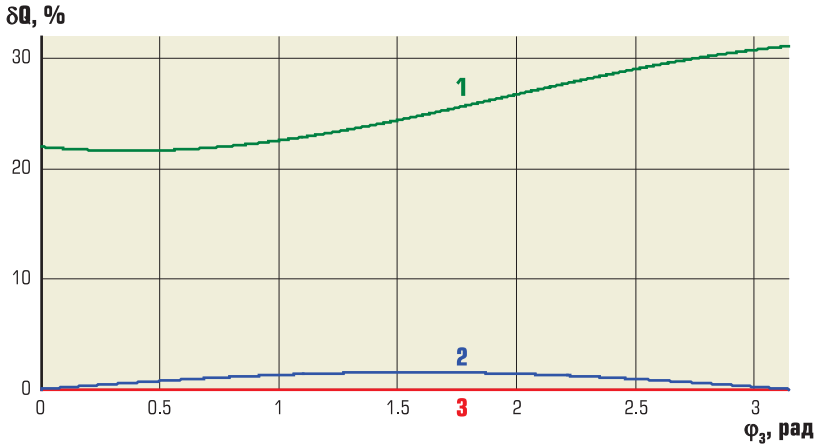
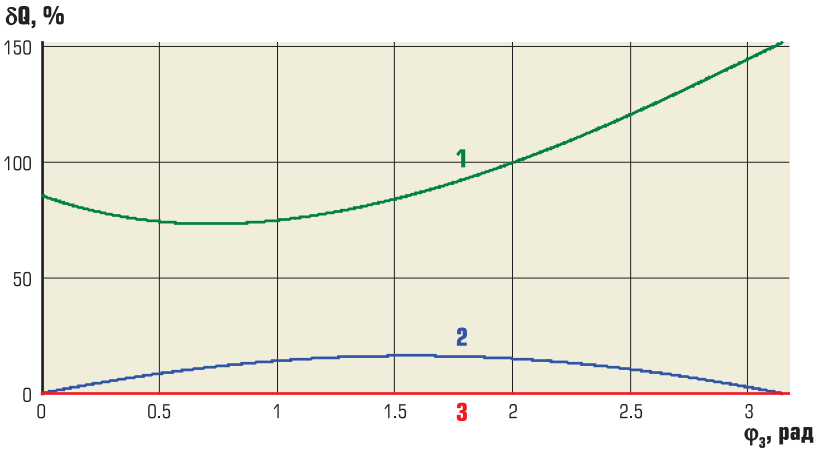

Рис. 2.
Рис. 3.
На рис. 2 приведены графики относительных погрешностей измерений реактивной мощности при использовании алгоритма (3, кривая 1), при измерении реактивной мощности по реактивной мощности первой гармоники (кривая 2), в ЭНИП-2 (кривая 3) при следующих условиях: $U_3 = 0{,}02U_1$, $I_3 = 0{,}2I_1$, $\varphi_1 = 15^0$, $\varphi_3 = 0^0 \ldots 180^0$ $(0 \ldots \pi)$.
На рис. 3 приведены аналогичные кривые при следующих условиях: $U_3 = 0{,}1U_1$, $I_3 = 0{,}5I_1$, $\varphi_1 = 15^0$, $\varphi_3 = 0^0 \ldots 180^0$ $(0 \ldots \pi)$.
Согласно стандарту IEEE 1459-2010 мощность несинусоидальной сети, рассчитываемая по выражению (2), называется неактивной [7]. Такое дистанцирование от привычного термина *реактивная мощность* связано, как следует из рис. 2 и рис. 3, с очень большими погрешностями измерений.
По первому методу рассчитывается реактивная мощность в большинстве измерительных преобразователей телемеханики и в большинстве многофункциональных щитовых приборов. В одном из популярных в Российской Федерации многофункциональных приборов зарубежного производителя реактивная мощность по выбору пользователя вычисляется с использованием двух перечисленных методов (кривые 1 и 2 на рис. 2 и рис. 3). Причем четко подчеркивается, что по первому методу производится измерение так называемой неактивной мощности.
Как следует из рис. 2 и рис. 3, измерительный преобразователь ЭНИП-2 среди массовых измерительных устройств выгодно отличается высокой точностью измерений реактивной мощности и энергии. Полная мощность в ЭНИП-2 вычисляется на основе выражения (2).